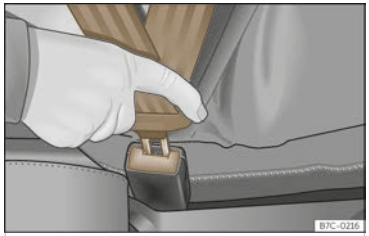

Fig. 22 Insert the latch plate of the seat belt into the buckle.
- Insert the buckle plate in the buckle of the correct seat ››› **Fig. 22**.